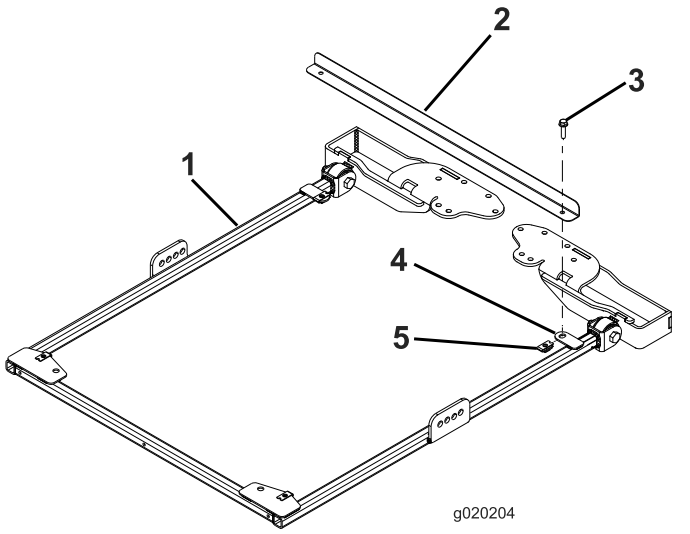

Bild 30
1. Zum richtigen Ausfluchten des Rahmens befestigen Sie die Rahmenausfluchtungsstange mit zwei Bundkopfschrauben (5/16" x 1¼") an den Befestigungsnasen hinten am Sonnendachrahmen, wie in Bild 30 abgebildet.